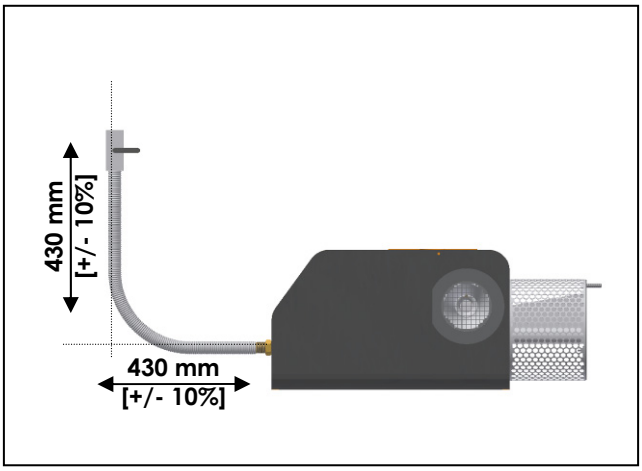

Abb. 29: Standardanschluss [vertikal] im 90°-Bogen
- ⇨ Verlegen Sie den Flexschlauch nur im 90°-Bogen oder mit 2 x 90°-Winkeln im 180°-Bogen gemäß Abb. 29, 30 und 31.